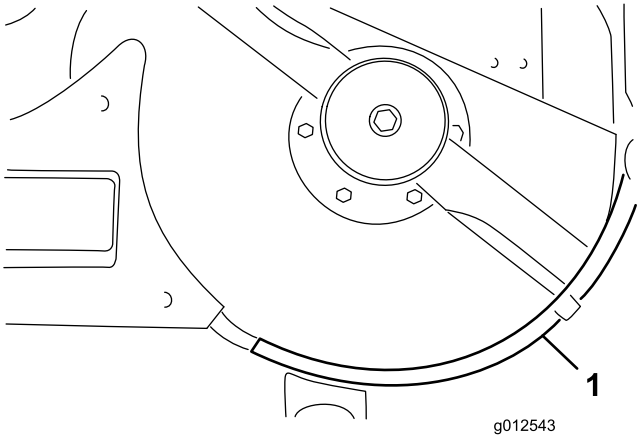

Figur 15
10. Fest venstre hylle til klippeenheten med to bolter (1/4–20 x 1 tomme), 1 bolt (1/4–20 x 3/4 tomme), og tre låsemuttere (Figur 15). Still skruehodene på innsiden av klippeenheten.